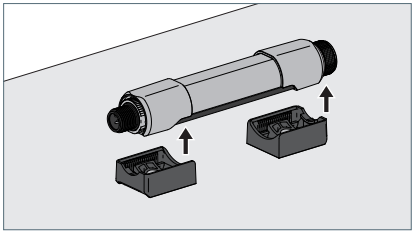

Fig. 8: Smontaggio dell'apparecchio.
- ▶ Ruotare l'apparecchio con il coperchio rivolto verso la superficie di montaggio e rimuovere l'apparecchio d'illuminazione dai supporti sollevandolo, vedi Fig. 8.